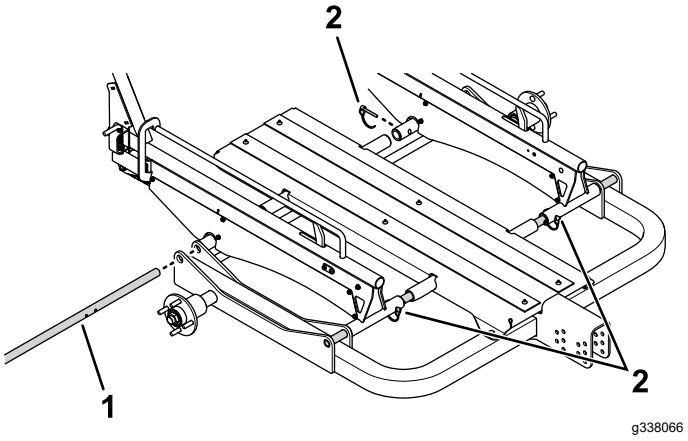

Figuur 19
2. Laat iemand anders de wiel- of railset en de middelste steun vasthouden terwijl u de steunstangen aanbrengt door de openingen in de set, de middelste steun en het hoofdframe (Figuur 19).